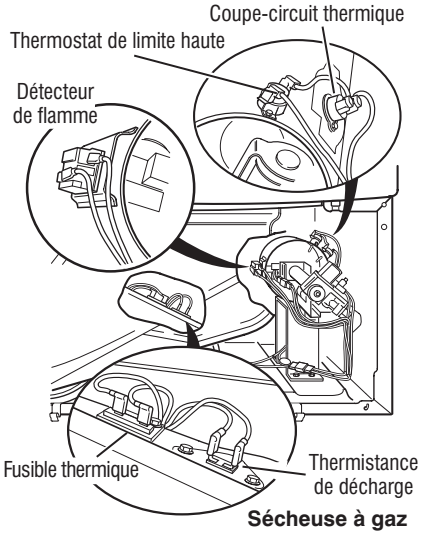

Figure 10b - Composants thermiques, sécheuse à gaz, vue de face.
5. Identifier le thermostat de température maximale (voir figure 10b, page 46). Contrôler la continuité à travers le thermostat en connectant les sondes de l'instrument de mesure sur les broches rouge et noir.